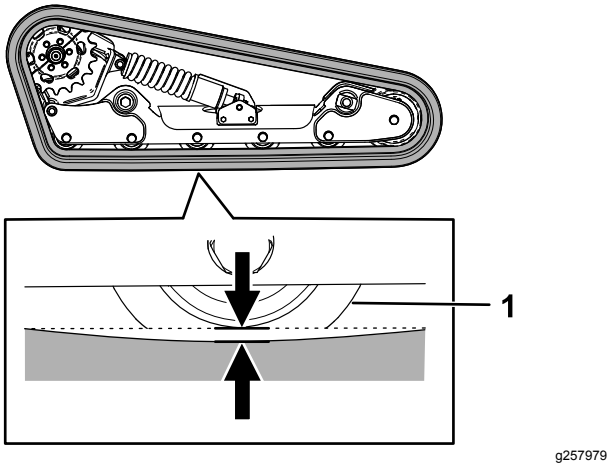

Rysunek 56
Podnieś/podeprzyj jedną stronę maszyny i wykorzystując ciężar gąsienicy sprawdź, czy luz między dolną krawędzią koła jezdnego wynosi 13 mm, jak pokazano na Rysunek 56. Jeżeli tak nie jest, należy skorygować napięcie gąsienicy w następujący sposób.
5. Używając klucza grzechotkowego z zabierakiem ½ cala obracaj śrubę aż ugięcie gąsienicy wyniesie 13 mm, jak pokazano na Rysunek 56.
9. Sprawdź, czy ugięcie gąsienicy wynosi 13 mm, jak pokazano na Rysunek 56. W razie potrzeby wyreguluj.
20. Używając klucza grzechotkowego z zabierakiem ½ cala obracaj śrubę w lewo aż ugięcie gąsienicy wyniesie 12,7 mm, jak pokazano na Rysunek 56.
25. Sprawdź, czy ugięcie gąsienicy wynosi 12,7 mm, jak pokazano na Rysunek 56.